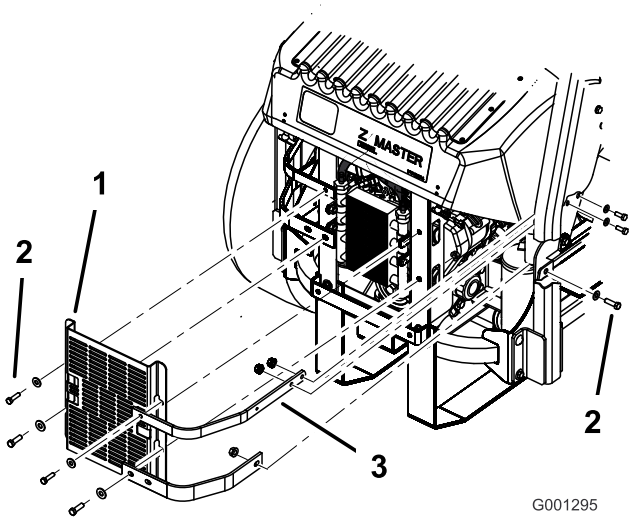

**Figur 70**
3. Fjern de fire bolte, der fastholder oliekølerens afskærmning til bagstellet (Figur 70).
4. Fjern de tre bolte, der fastholder motorbøjlerne til siden af maskinen (Figur 70).
12. Monter oliekølerafskærmningen og motorbøjlerne på bagstellet med de 4 bolte, som du tidligere afmonterede (Figur 70).
13. Monter motorbøjlerne på siden af maskinen (Figur 70).